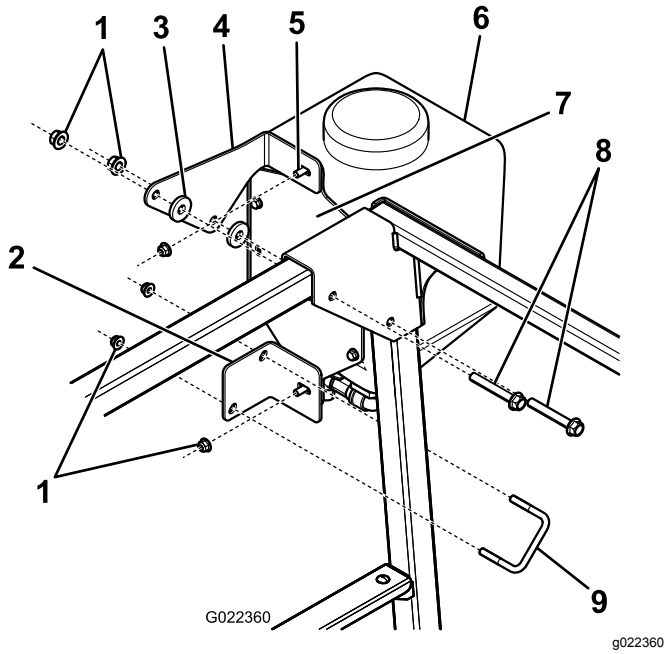

**Figur 25**
1. Monter de øverste og nederste vandtanksbeslag på vandtanken med to flangehovedbolte og flangemøtrikker (Figur 25).
2. Fastgør det øverste vandtanksbeslag til styrtbøjlen med to spændeskiver, to bolte og de eksisterende møtrikker (Figur 25).
3. Fastgør det nederste vandtanksbeslag til styrtbøjlen med bøjleskruen og to flangemøtrikker (Figur 25).